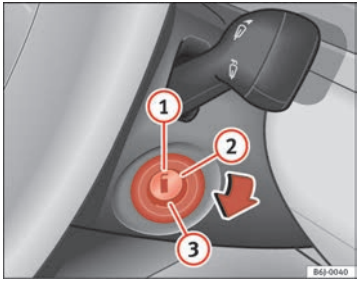

Fig. 94 Ignition key positions
In this position ⇒ fig. 94 the ignition and the engine are OFF and the steering may get locked.
– Turn the ignition key to position ⇒ page 129, fig. 94 (2). The indicator lamp ➰ will light for engine pre-heating.
– When the warning lamp turns off, turn the key to position (3) to start the engine. Do not press the accelerator.
– Turn the ignition key to position ⇒ page 129, fig. 94 (1). ▶